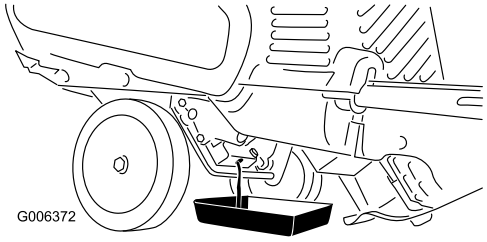

图29
3. 在排油塞下放置一个放油盘，拆下排油塞，并向后倾斜机器，把用过的机油排到放油盘中 图29)。